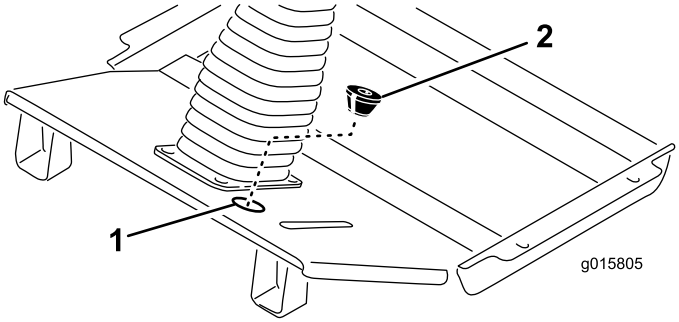

Figura 10
- Encaminhe a extremidade da cablagem com os 5 conectores através do furo da parte extraível na chapa do piso (Figura 10).
- Corte uma ranhura no olhal fornecido e corte a abertura inferior (Figura 10). Com a extremidade do cone do olhal virado para baixo, enrole-o em redor do furo de ejecção na placa do piso.